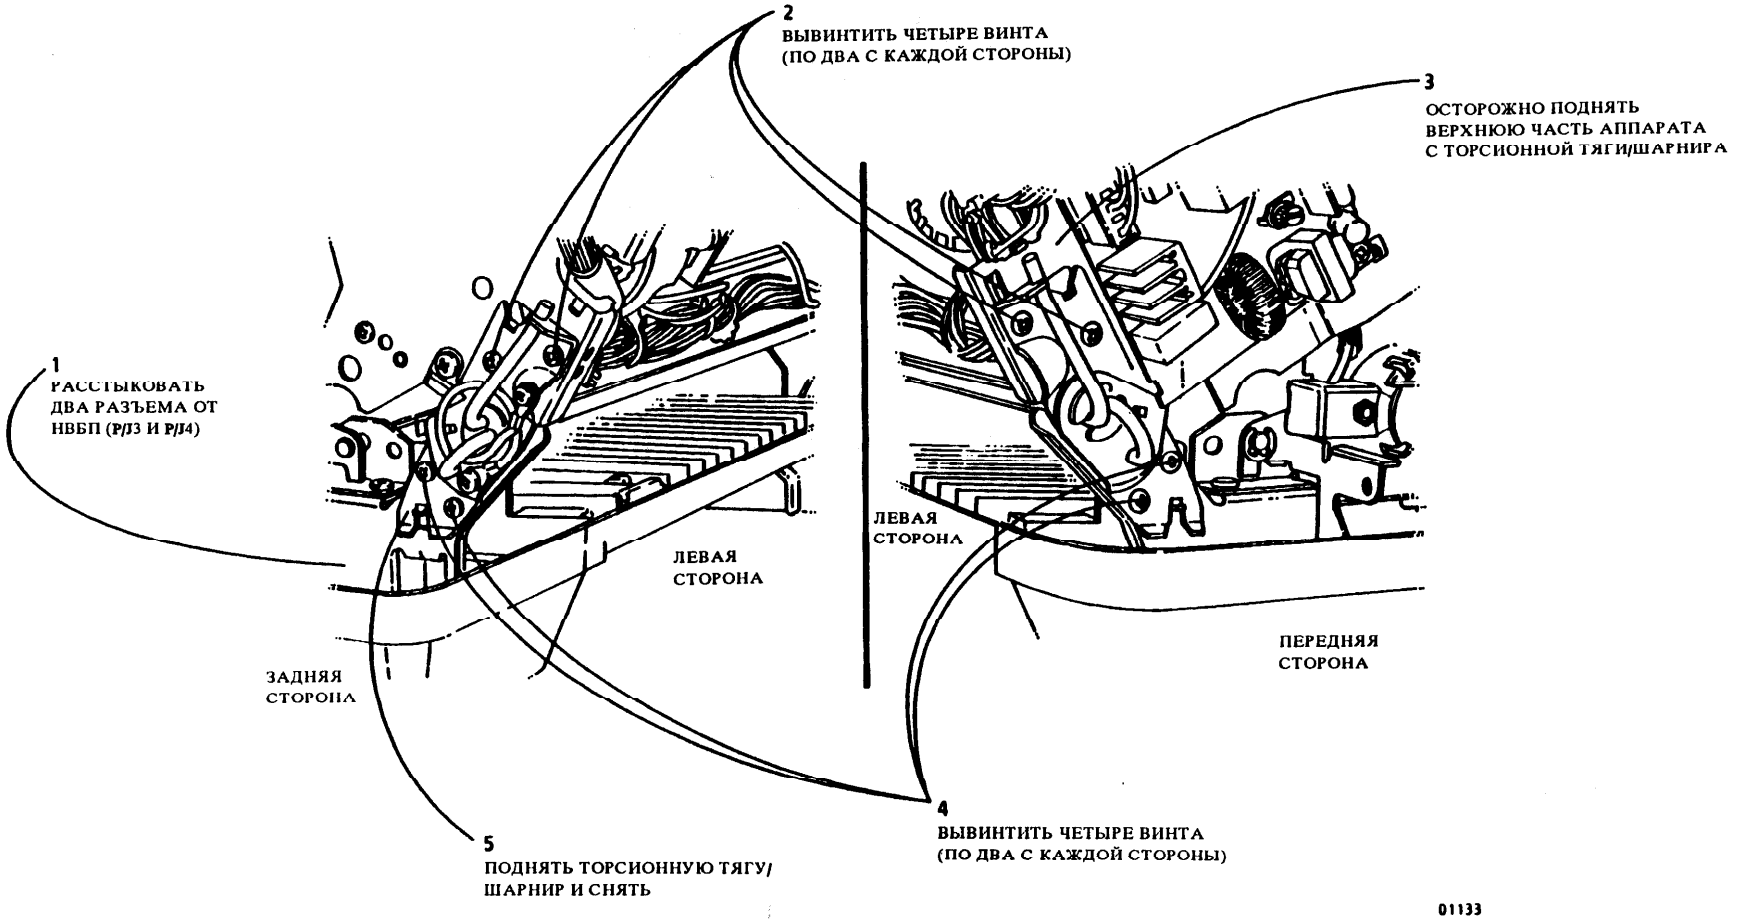

Рис. 3. Снятие торсионной тяги/шарнира
6. (Рис. 3): снять торсион/шарнир.